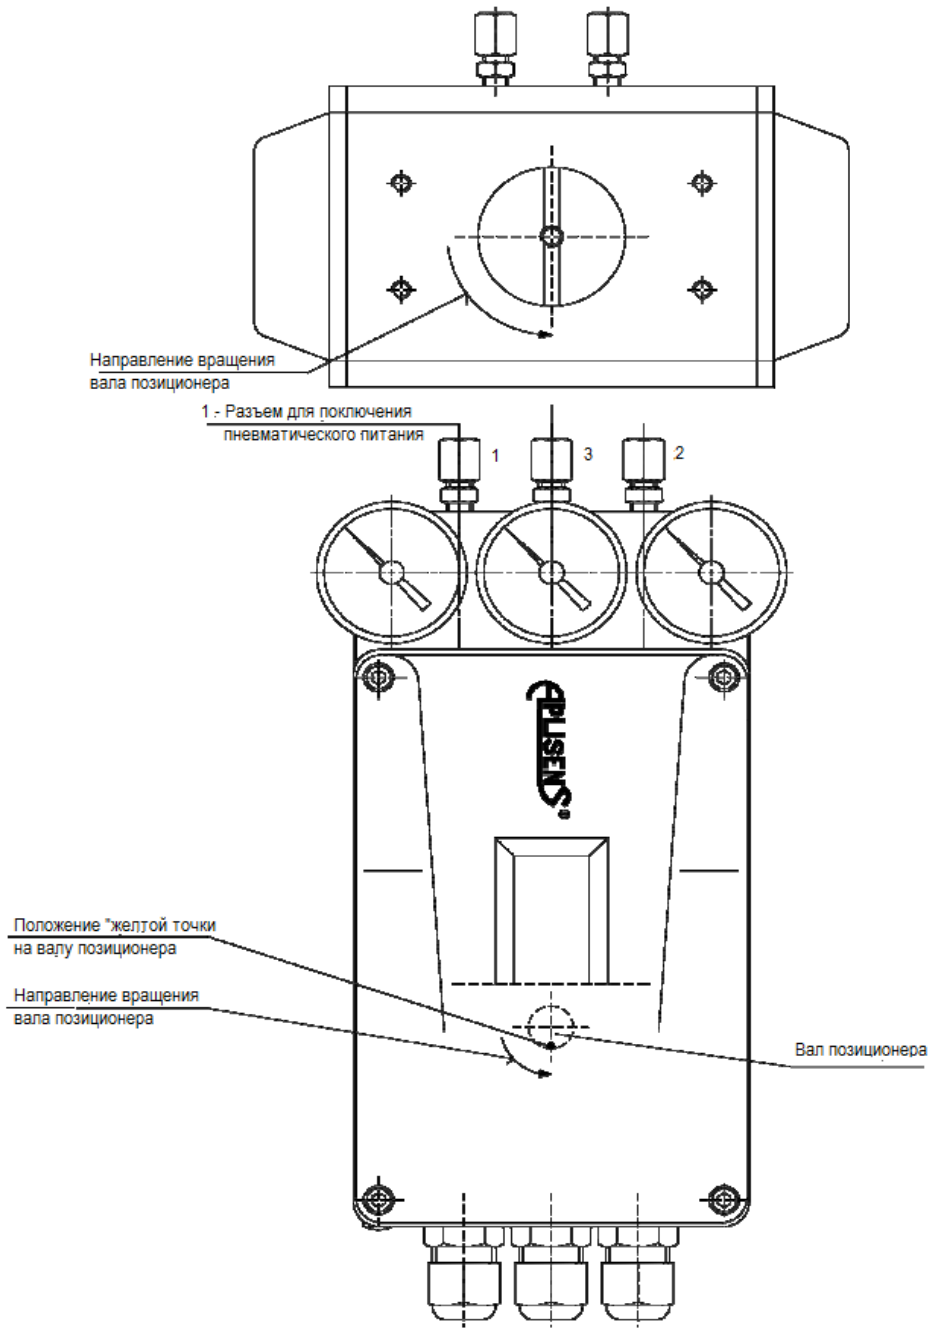

Рис. 10. Монтажная позиция позиционера APIS-1X0-… и APIS-2X0-… относительно привода одинарного или двойного действия с вращательным движением.
b) Установите соединительный разъем на вал позиционера, слегка затянув его двумя винтами М5. Обратите внимание, чтобы закрепить оба крепежных винта на плоском скосе на валу позиционера - см. Рис. 10.
e) Проверьте направление движения вала привода и положение винтов на соединителе муфты - Рис. 10.